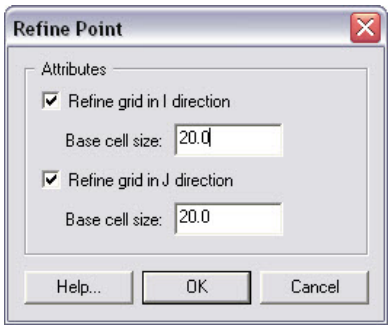

Figure 4. Refine Point options.
4. Click the *Feature Point Selection* button and select the generated point or points, Rt-click and click on *Node Attributes* (Figure 4), and set the base cell size for the area of the grid where the points are located.